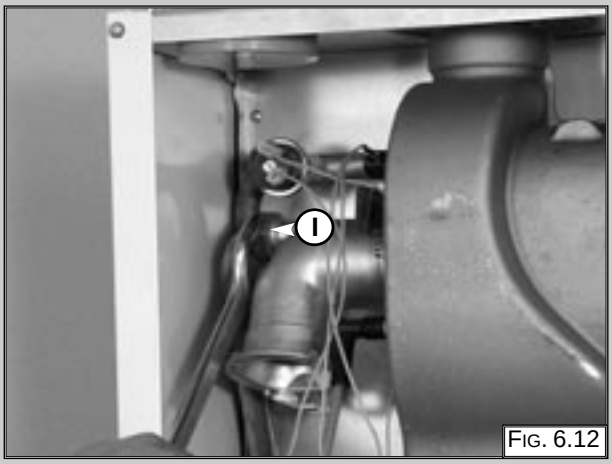

Fig. 6.12
1. Loosen nut “I” (Fig. 6.12);
1. Remove mixing pipe (Fig. 6.12+6.13);